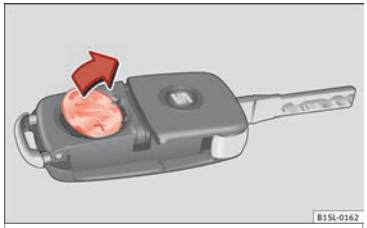

Fig. 100 Vehicle key: removing the battery
- Extract the battery from the compartment using a suitable thin object ››› Fig. 100.
- Place the new battery in the compartment, pressing in the direction of the arrow as shown ››› Fig. 100 ››› ❗.